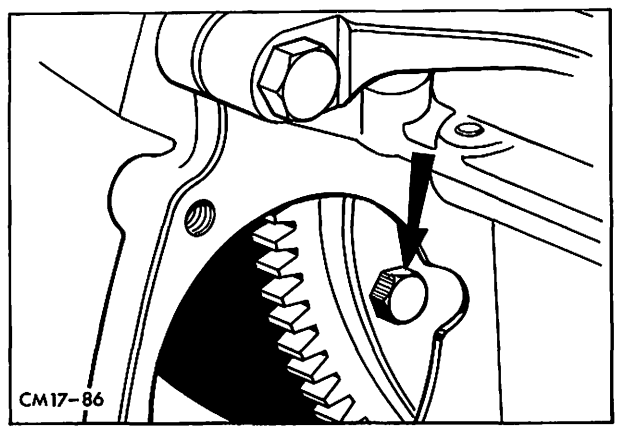

Abb. 23 Schraube, Drehmomentwandler – Mitnehmerscheibe
11. Schrauben, Drehmomentwandler – Mitnehmerscheibe durch die Anlasseröffnung entfernen. Abb. 23.